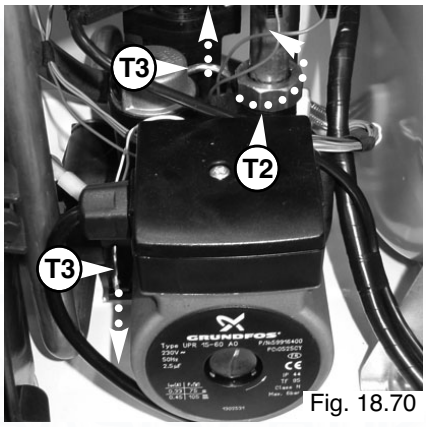

Fig. 18.70
5. Unscrew the pump nut "**T2**" and remove the two clips "**T3**" on the pump volute (see Fig. 18.70);